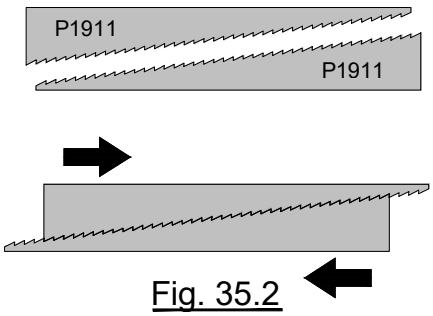

Fig. 35.2
H. Place two wedge blocks as shown in Fig. 35.2. If together properly the wedge blocks will interlock and form two flat surfaces.